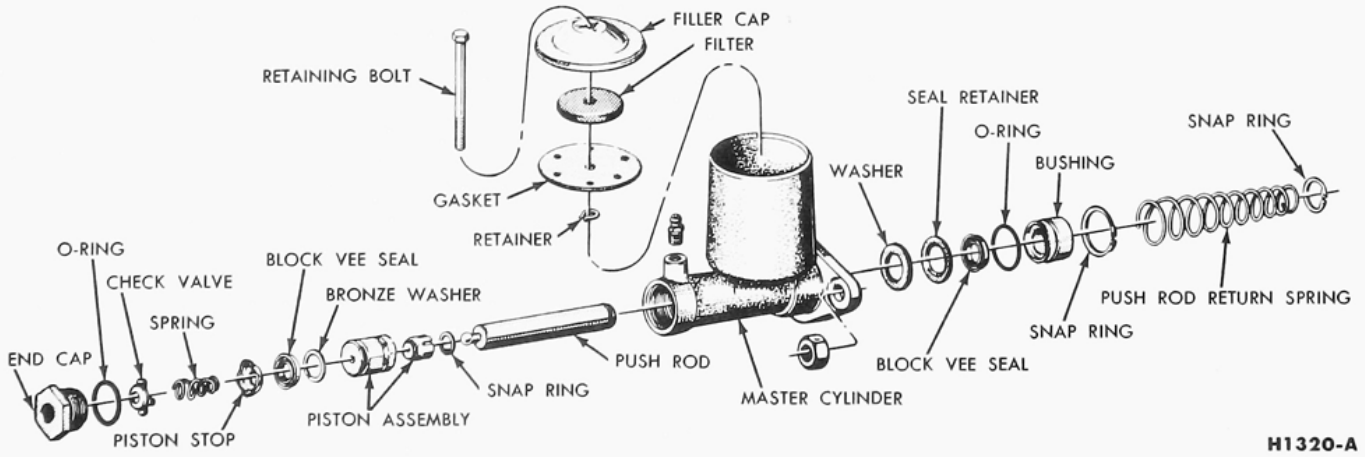

FIG. 18—F-350 Dash-Mounted Master Cylinder Disassembled
1. Clean the outside of the master cylinder, loosen the retaining bolt, and remove the filler cap, filter and gasket assembly (Fig. 18). Pour out any brake fluid remaining in the cylinder or reservoir.
6. Remove the "Block Vee" type seal and bronze washer from the piston (Fig. 18).
1. Install the bronze washer and the "Block Vee" type seal on the piston assembly (Fig. 18).
4. Install the O-ring on the end cap. Install the piston stop, spring, check valve, and the end cap in the front end of the cylinder (Fig. 18).
7. Slide the return spring onto the master cylinder push rod, compress the spring, and install the retaining snap ring (Fig. 18).